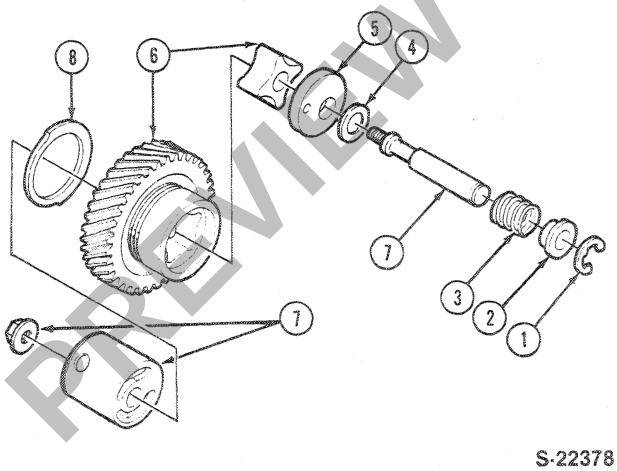

Figure 42
5. Position the oil pump inner rotor on the shaft inside the idler gear and install the cover, shim, spring, collar and "E" snap ring, Figure 42.